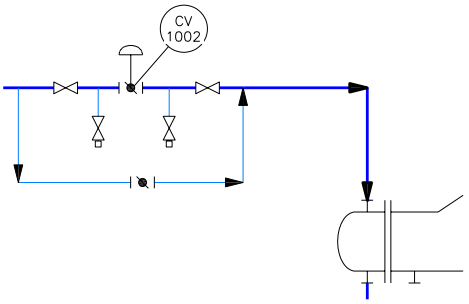

Figure 2-66 *Gate valves placed on the secondary lines*
14. Next, delete the arrows on the secondary lines and place gate valves, as shown in Figure 2-66.